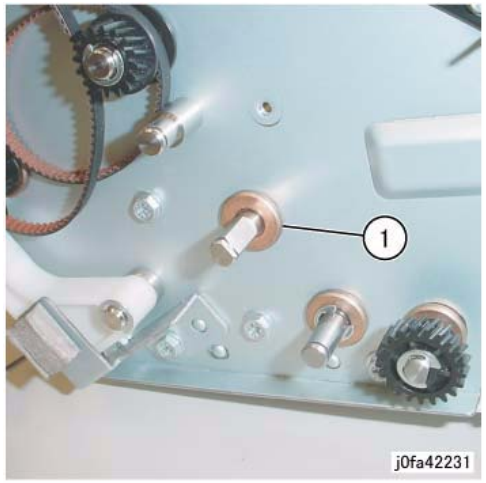

Figure 5 Removing the Bearing
11. Remove the Bearing (Figure 5):